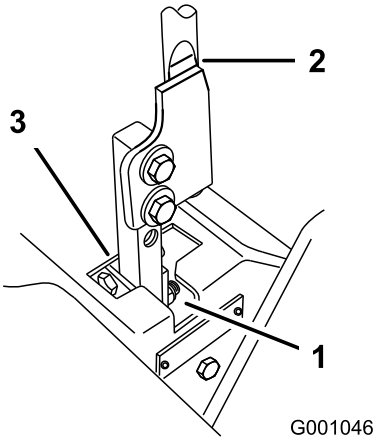

Figur 96
5. Flytta spaken till neutralläget, men lås inte fast den (Figur 96).
6. Dra spaken bakåt tills sprintbulten (på armen nedanför den vridbara axeln) kommer i kontakt med spårets ände (så att den precis börjar tryckbelasta fjädern) enligt Figur 96.
7. Kontrollera var rörelsereglaget står i relation till spåret i konsolen (Figur 96).